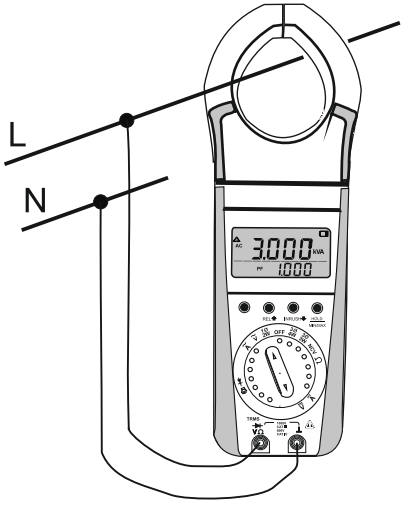

Rys. 10.2 Schemat połączeń dla pomiaru Mocy 1P2W
- Podłącz przewody pomiarowe napięcia zgodnie z rys.10.2.
- Załóż Cęgi jak pokazano na rys. 10.2.